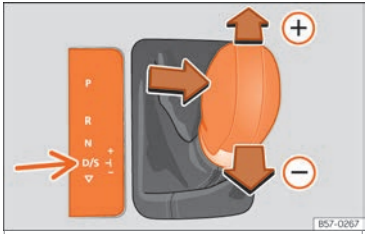

Fig. 248 Consola central: cambiar con tiptronic.
- Tire de la palanca selectora hacia adelante (+) para insertar una marcha superior ››› fig. 248.